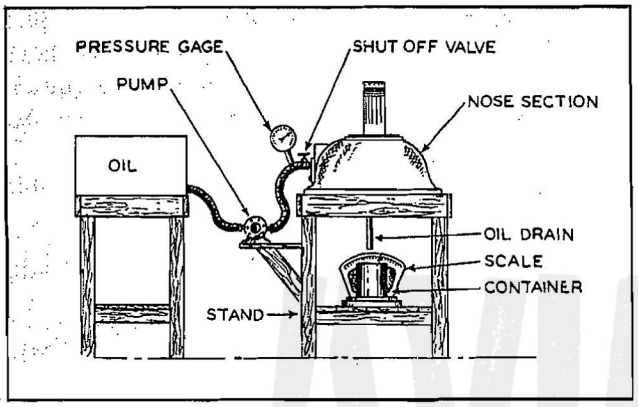

Figure 180A—Equipment for Testing Leakage of the Propeller Hydraulic Passages
(1) After the crankcase front section is assembled, place it on a stand. (See figure 180A.)